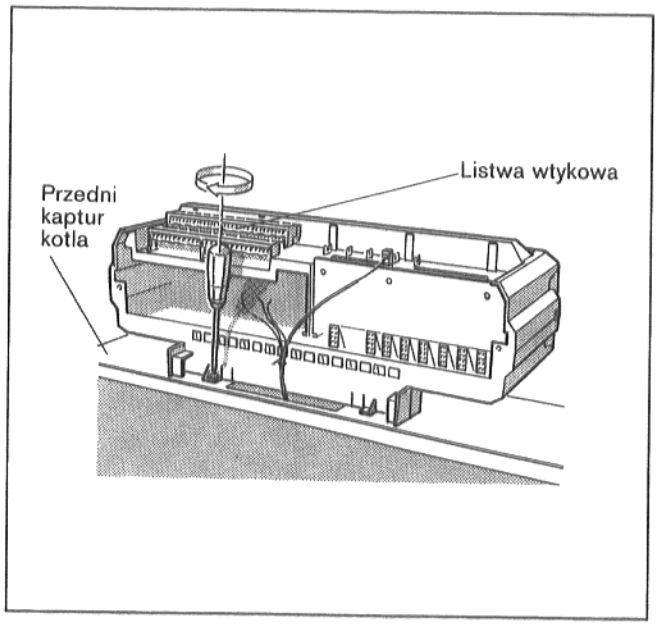

Rys. 37 - Strona tylna ze zdjętą pokrywą zacisków
* – *Regulator temperatury (TR)*
- Aparat regulacyjny należy przykręcić dwoma śrubami w tylnych końcach przepustu kablowego na kapturze kotła (Rys. 37).
- Rurki kapilarne czujników temperatury a przy regulacji Ecomatic przewód czujnika temperatury wody w kotle należy odwinąć tak by sięgały do miejsca pomiaru (p. Rys. 37).
Wtyczki dają się przy pomocy śrubokrętu łatwo odchylać z listwy wtykowej (p. Rys. 37).